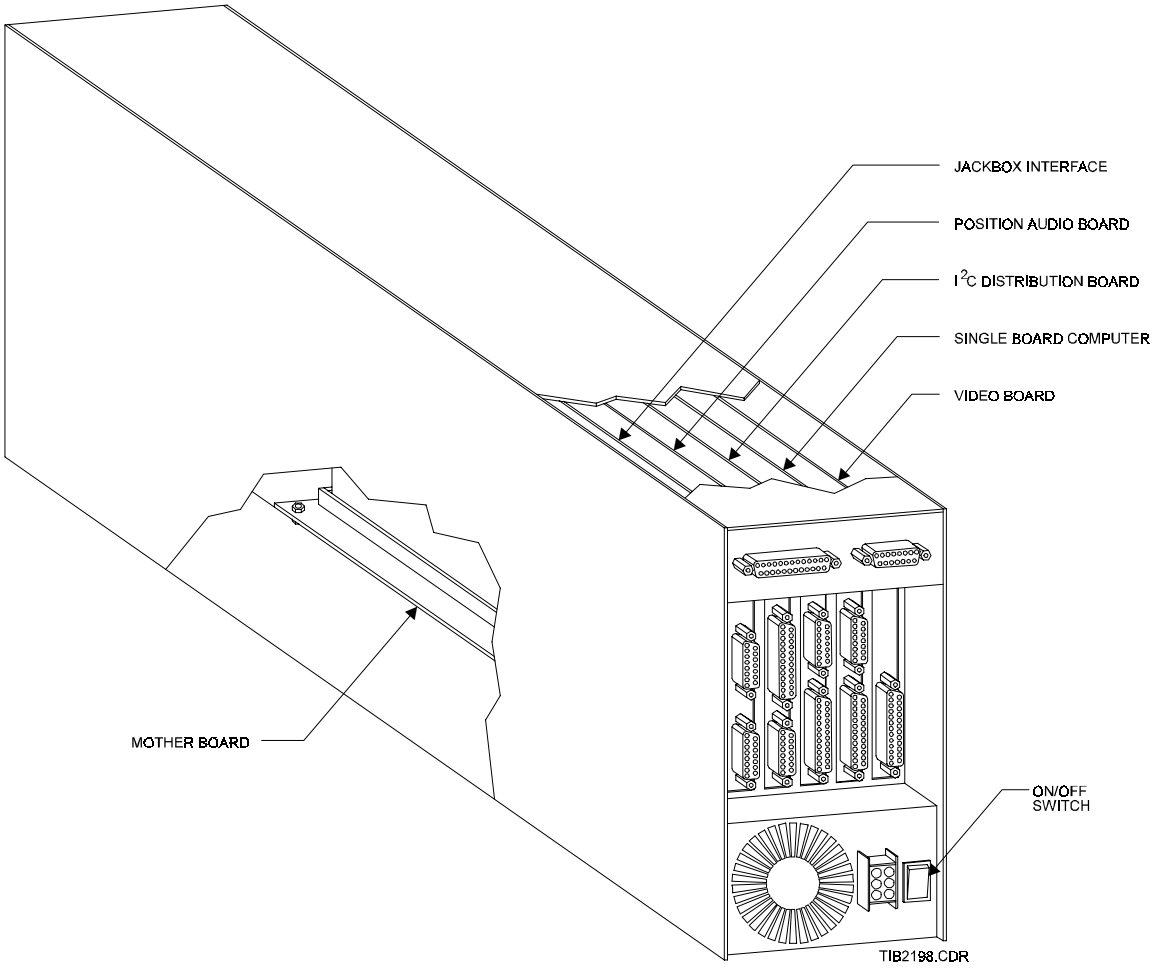

***Figure 5-64. TED Position Card File***
**Figure 5-64** illustrates the Position Card File that, with its contents, is an LRU. This unit, installed inside the position console, accommodates up to five cards (non-LRUs) as follows:
The above cards and an internal hard drive plug into a card file backplane that distributes power to the boards and interfaces the $I^2C$ Distribution Board, Position Audio Board, and Jackbox Interface with the Single Board Computer via an Industry Standard Architecture (ISA) PC bus. Receptacles mounted on the rear panel provide connection to the central rack and position modules. An on/off switch (**Figure 5-64**) on the card file controls application of power to the card file circuitry, including the five cards and hard drive.